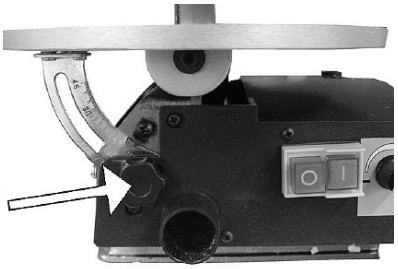

Fig. 8 : Incliner la table de sciage
1. Desserrez la poignée de serrage (figure 8, flèche).